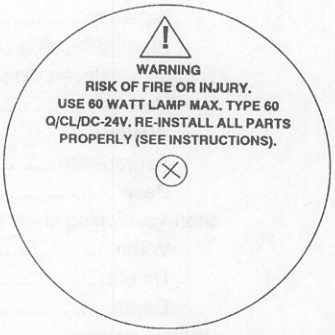

Figure 1-9. Warning plate.
(4) A warning plate in English and French languages, located on the heat shield baffle disk of the lighthead, is depicted in figure 1-9.